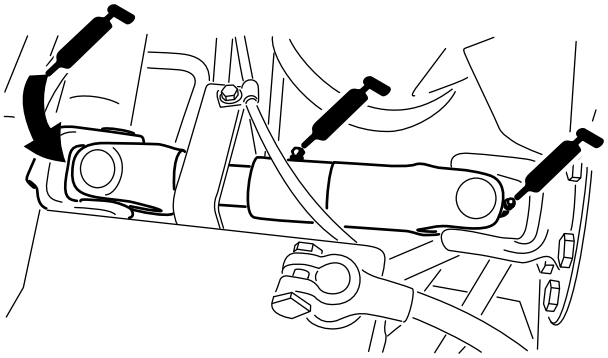

**Figuur 42**
- Kruiskoppeling aandrijfas pomp (3) (Figuur 42)